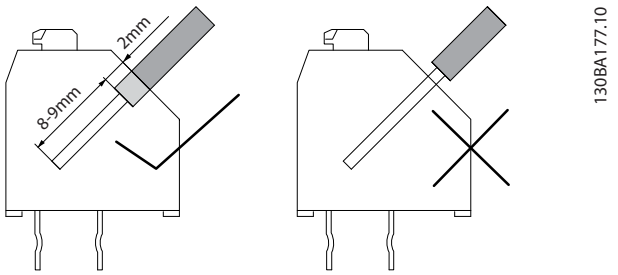

Ilustración 11.11 Inserción correcta de los cables
6. Asegúrese de que la longitud del cable pelado sea correcta (consulte la *Ilustración 11.11*).